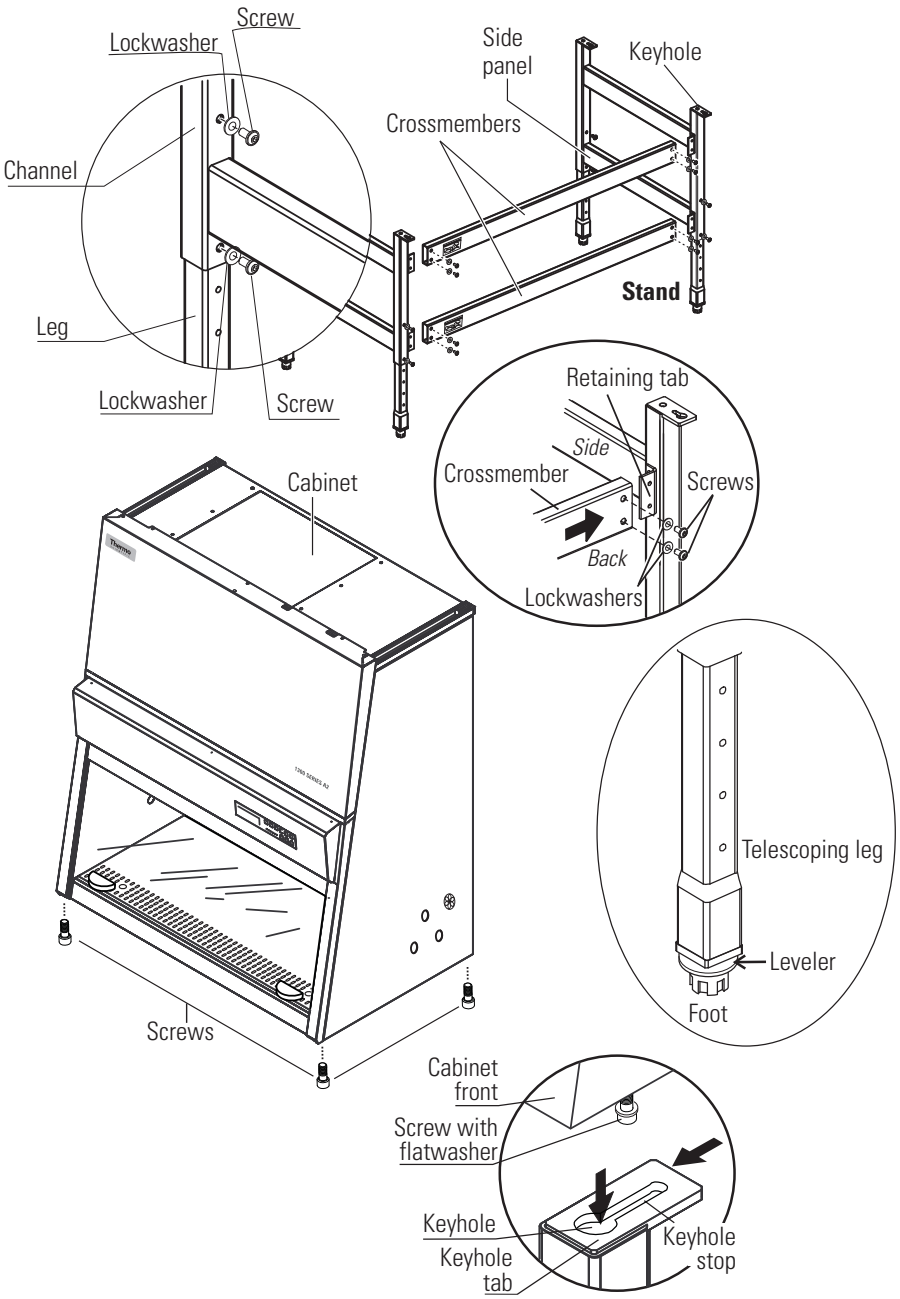

**Figure 3-1.** Stand Assembly
2. Locate the left and right side panels. Install the telescoping leg assemblies into the side panels as shown in Figure 3-1.
4. Locate the two cross members from the packaging. Note they are packaged separately from the side panels. With the label on the crossmember to outside (Figure 3-1), install the crossmembers onto the retaining tabs of the side panels. Place lockwashers on the screws, then install all screws by hand, before tightening to secure in place.
7. Slide the cabinet frame to the keyhole stop (Fig. 3-1).